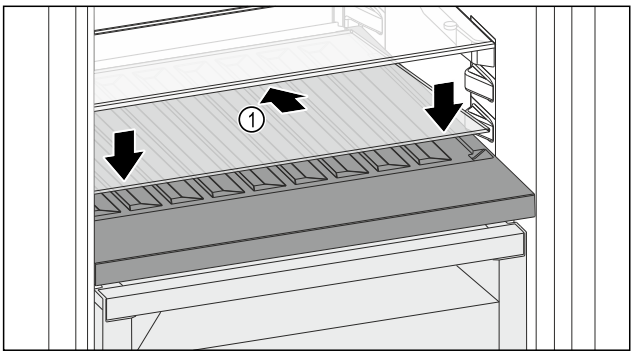

Fig. 176
▶ Place the glass shelf *Fig. 176 (1)* at an angle, sloping it downwards and backwards.
▶ Lower the glass shelf *Fig. 176 (1)* at the front.